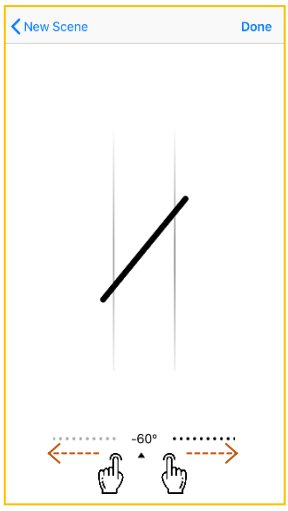

Figure 27
- **Tilt By** – change the solar panels tilt angle by dragging “points” on the “virtual window” (available only if **MAX. Efficiency** is disabled) *(Fig. 27)*.